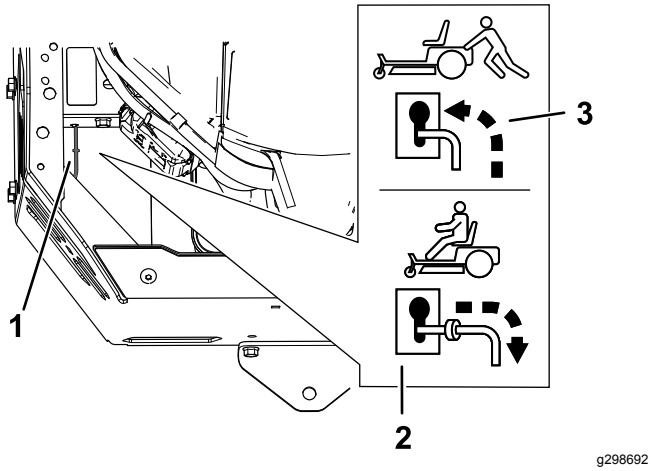

Rysunek 37
4. Przestaw dźwignie obejścia do przodu przez otwór na klucz i do dołu, blokując je w tym położeniu (Rysunek 37).
Przestaw dźwignie obejścia do tyłu przez otwór na klucz i do dołu, jak pokazano na Rysunek 37, blokując je w tym położeniu.